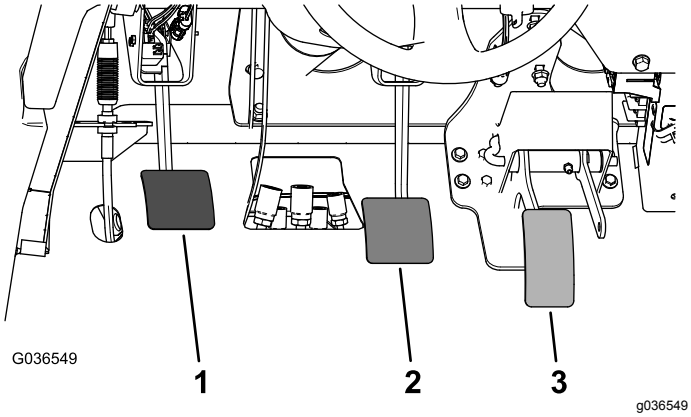

图61
2. 抬起刹车踏板图61直至它接触到机架。
3. 松开将汽缸轭固定至主汽缸轴的锁紧螺母图61。